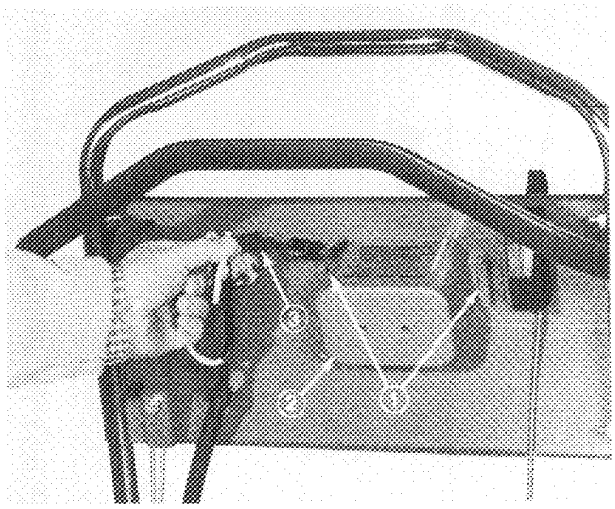

Figure 5
2. Hold battery so connector terminal is to the left. Slide battery between mounting slots on back of control panel (Fig. 5).
3. Push wiring harness connector onto battery terminal (Fig. 5).